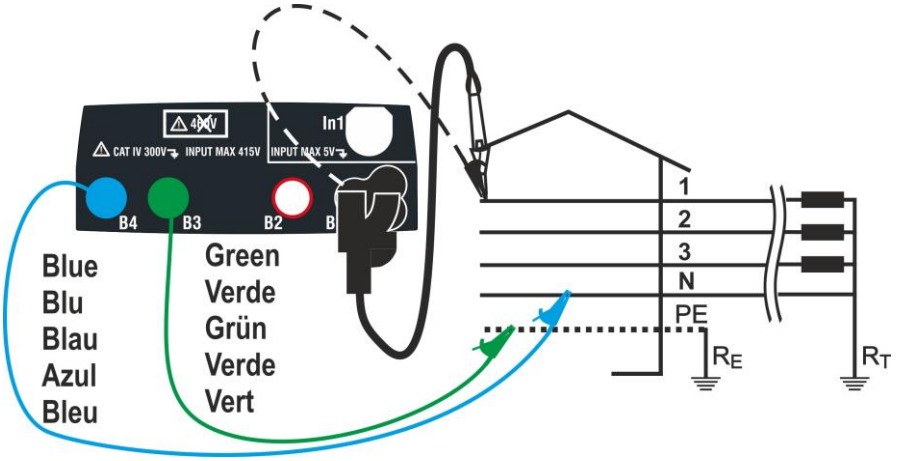
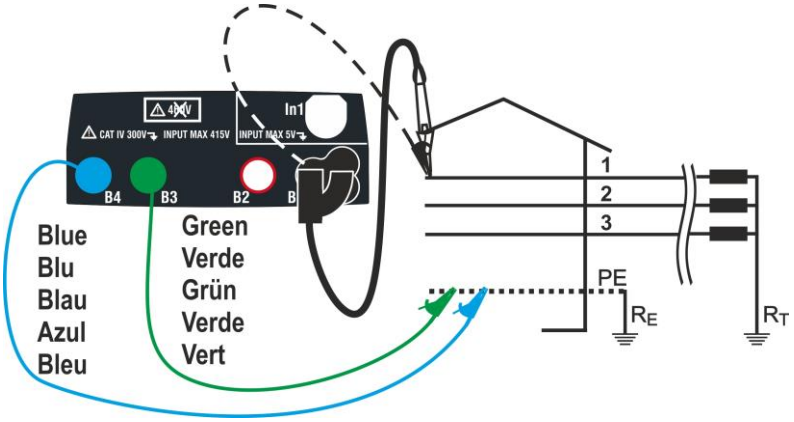

Fig. 20: Misura P-N/P-PE in impianti trifase 400V+N+PE con cavi singoli e puntale remoto
Fig. 22: Misura P-PE/P-N in impianti 400V + PE (no N) con cavi singoli e puntale remoto
4. Eseguire la calibrazione preliminare dei terminali di misura come descritto nel § 0. Connettere la spina shuko, i coccodrilli od il puntale remoto alla rete elettrica in accordo alle Fig. 18, Fig. 19, Fig. 20 e Fig. 22